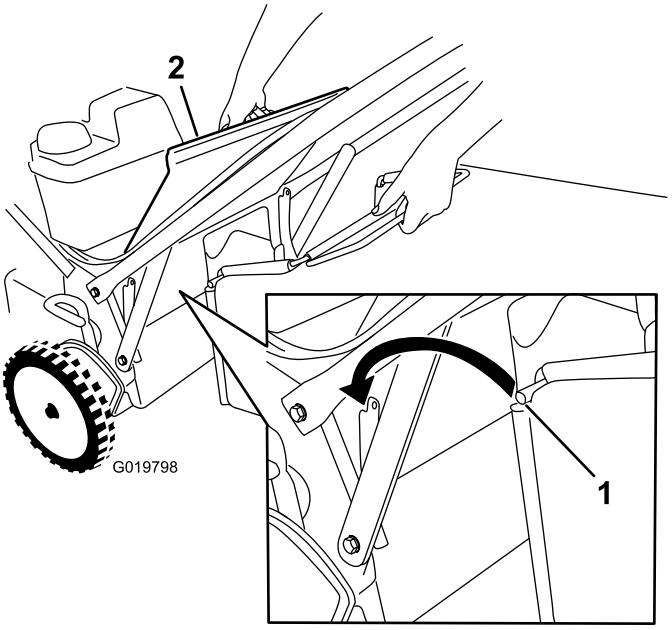

Figura 25
1. Sollevate il deflettore posteriore e tenetelo sollevato (Figura 25).
accertare che l'asta sia posizionata in fondo a entrambe le tacche; vedere Figura 25.